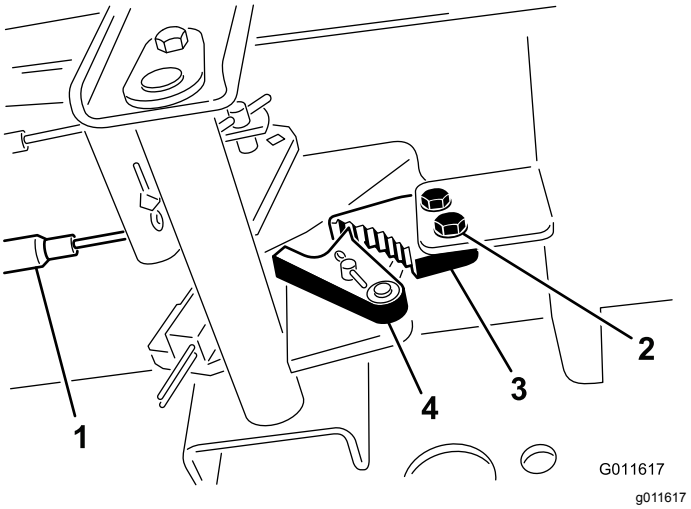

Figur 67
1. Lossa de två skruvar som håller fast parkeringsbromsens spärrhake på ramen (Figur 67).
2. Tryck parkeringsbromspedalen framåt tills bromsspärren griper in helt i parkeringsbromsens spärrhake (Figur 67).